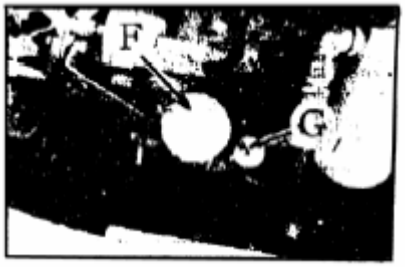

Рисунок 2-3
5. Проверьте уровень масла в поддоне картера двигателя (см.рисунок 2-3)